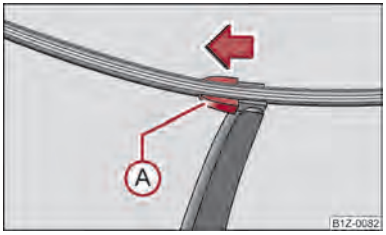

Fig. 39 Wiper blade for the rear window
– Fold windscreen wiper arm out from the windscreen and position the wiper blade at right angles to the wiper arm ⇒ fig. 39.
– With the other hand unlock the locking button (A) in the direction of arrow and remove the wiper blade. ▶